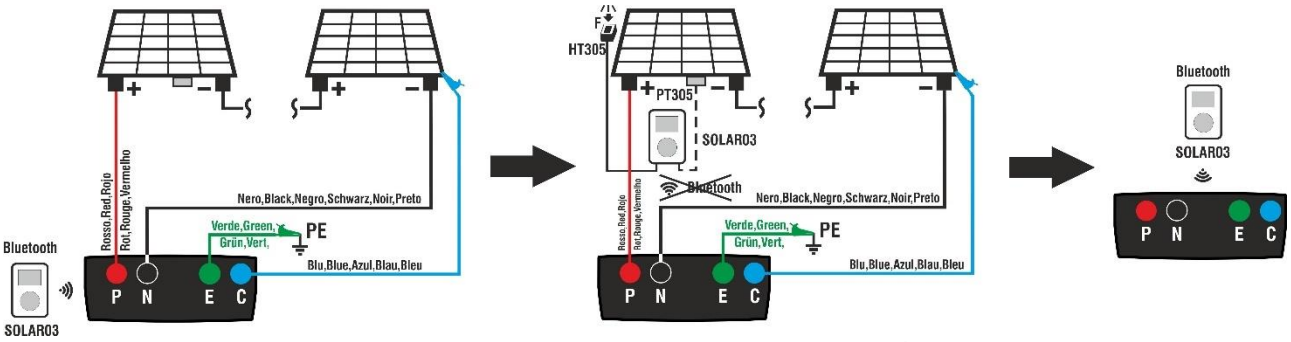
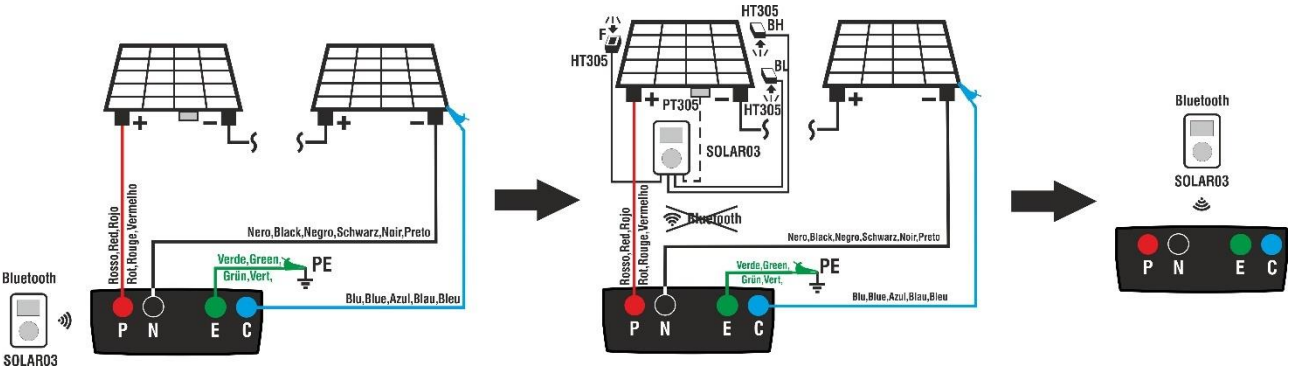

Fig. 12: Use com SOLAR03 em registo sincrono em módulos Monofaciais
Fig. 13: Use com SOLAR03 em registo sincrono em módulos Bifaciais
1. Ligar o instrumento ao módulo/string em ensaio e, se for caso disso, ao nó de terra principal do sistema e às massas metálicas ligadas à terra, como indicado na Fig. 12 (moduli Monofaciais) o Fig. 13 (módulos Bifaciais). Em particular:
3. Aproxime a unidade remota SOLAR03 do instrumento conforme mostrado na Fig. 12 ou Fig. 13 – lado esquerdo
6. Aproximar a unidade remota dos módulos e ligar as sondas de radiação/temperatura como indicado na Fig. 12 ou Fig. 13 – lado central. **Tendo já iniciado o registo na unidade remota SOLAR03, já não é necessário manter a ligação Bluetooth.** A manutenção da ligação (se possível) apenas permitirá obter imediatamente o resultado do teste sem esperar pelo fim da campanha de medição.
16. **No final da sessão de teste**, desligar a unidade remota SOLAR03, voltar a colocá-la na proximidade do instrumento (ver Fig. 12 ou Fig. 13 – lado direito) e verificar se a ligação com o instrumento está novamente ativa (símbolo "✱" **permanentemente aceso** no visor da unidade remota)